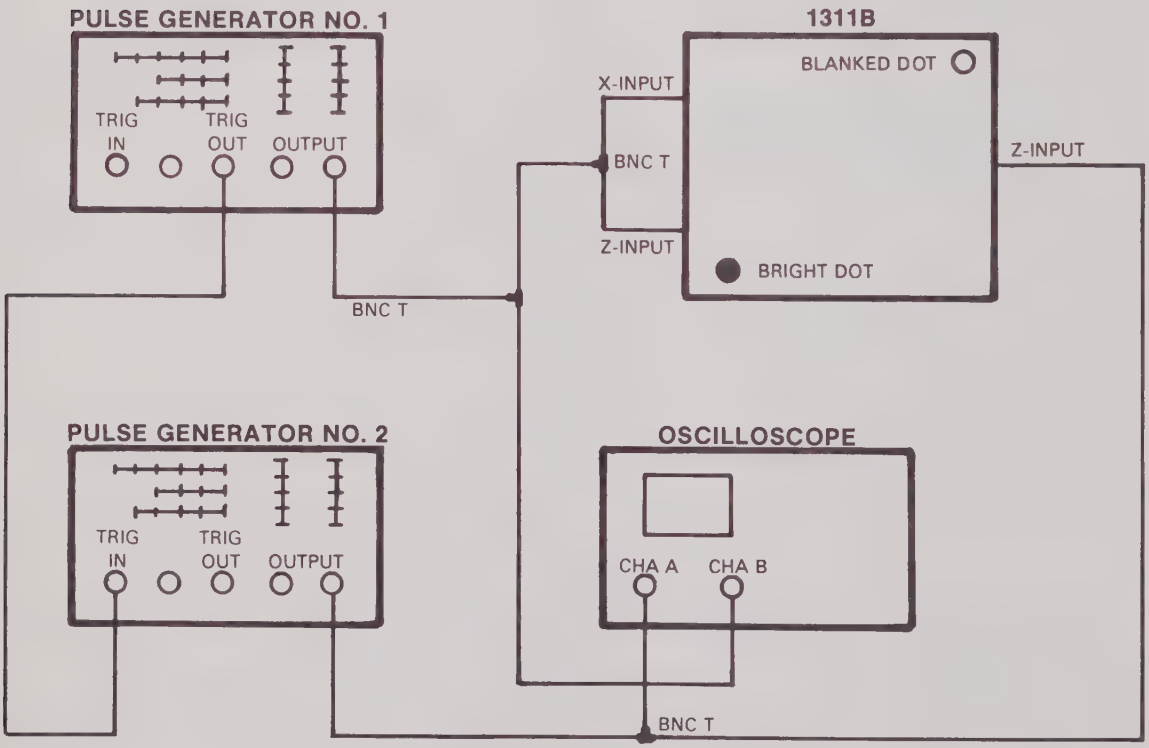

Figure 4-7. Settling Time Test Setup
b. Connect equipment as shown in figure 4-7. Do not connect Z-INPUT at this time.
f. Connect Z-INPUT. Adjust Display INTENSITY to view one dot only. (See figure 4-7.)